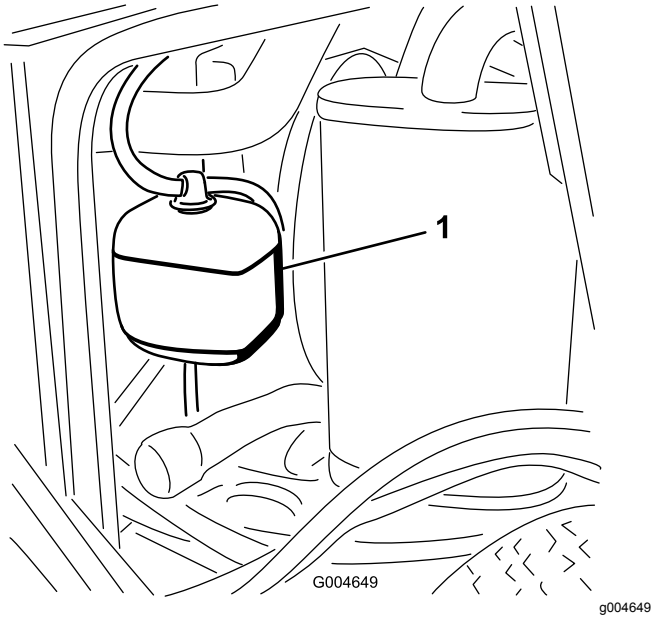

Rysunek 42
1. Sprawdź poziom płynu chłodzącego w zbiorniku wyrównawczym (Rysunek 42).